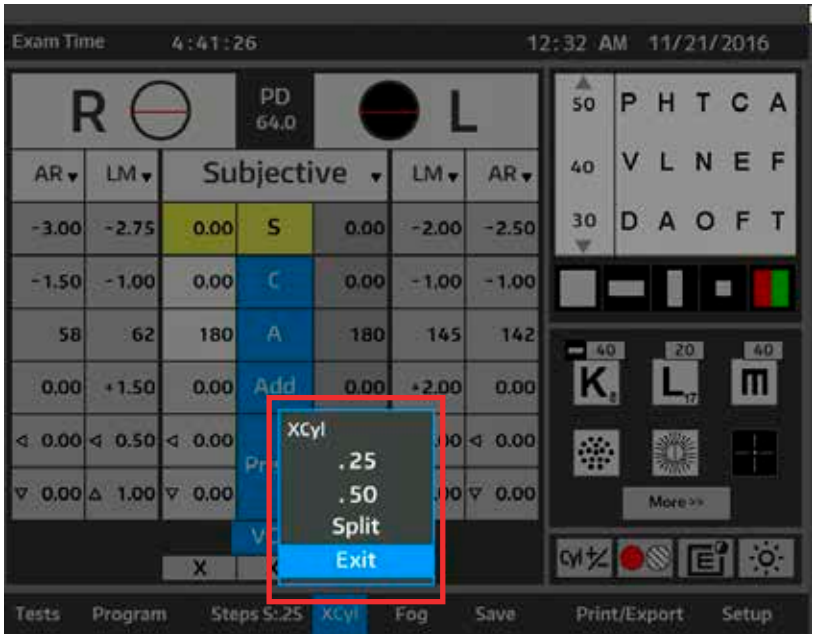

Figure IU-12 Écran Cylindre croisé
2. Une fenêtre contextuelle apparaît avec trois modes de tests disponibles : 0,25, 0,50 ou Split. Se reporter à la Figure IU-12.